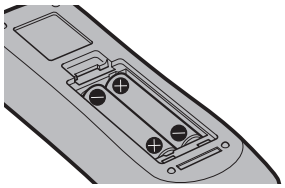

Abb. 2
**2) Legen Sie die Batterien ein und schließen Sie den Deckel (legen Sie zuerst die ⊖-Seite ein). (Abb. 2)**